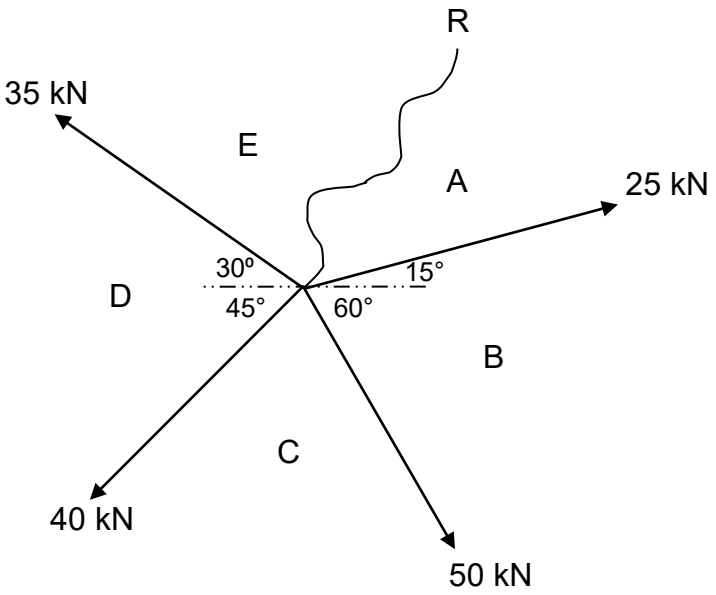

FIGUUR 4
5.1 Die stelsel van saamvlakkige, konkurrente kragte wat in FIGUUR 4 getoon word, word deur die krag R in ewewig gehou.